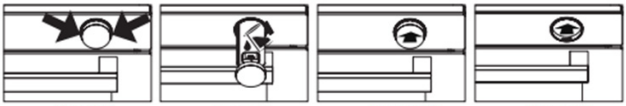

Figura 8 Figura 9 Figura 10 Figura 11
1. Retire o reservatório de água, puxando-o para fora nos pontos indicados pela seta. Encha o reservatório de água (ver figura 8) e faça-o deslizar na direção da seta até à posição inicial para o colocar no lugar (ver figura 9). (Ver figura 10) Após 10 minutos de pré-aquecimento, faça deslizar o reservatório de água na direção da seta até ouvir um “clique”. (ver figura 11).